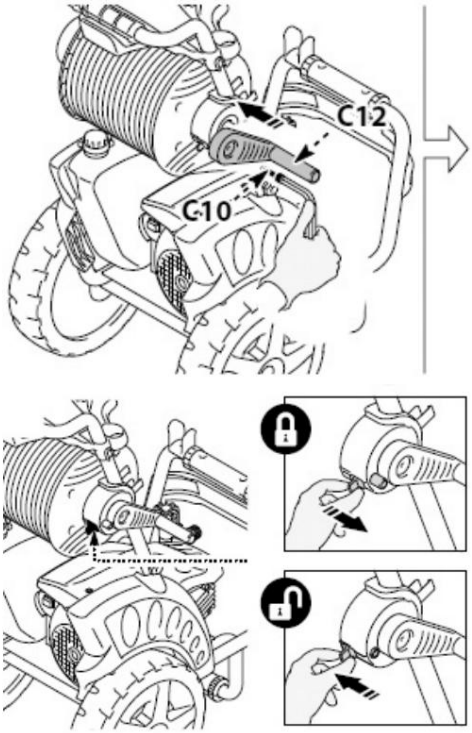

Fig. 5: Montaje
Paso 3: Inserte el mango (Pos. C12, Fig. 5) en el soporte del tambor y fíjelo con los tornillos (Pos. C10, Fig. 5).